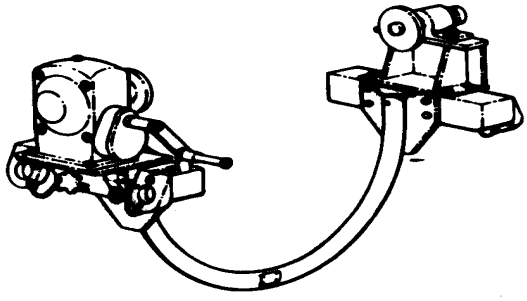

Figure 1. 6796980 Engine Component–to–Parallel Rail Rotating Adapter
a. The removal procedures in this WP may be accomplished with the reduction gear unit mounted in the parallel rail stand using 6796980 adapter (figure 1).